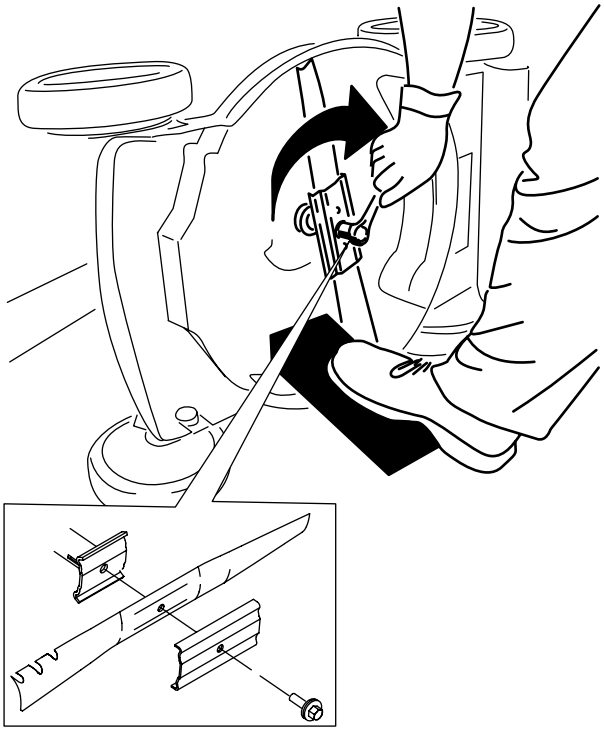

Figuur 39
5. Monteer het nieuwe mes en alle bevestigingselementen (Figuur 39).